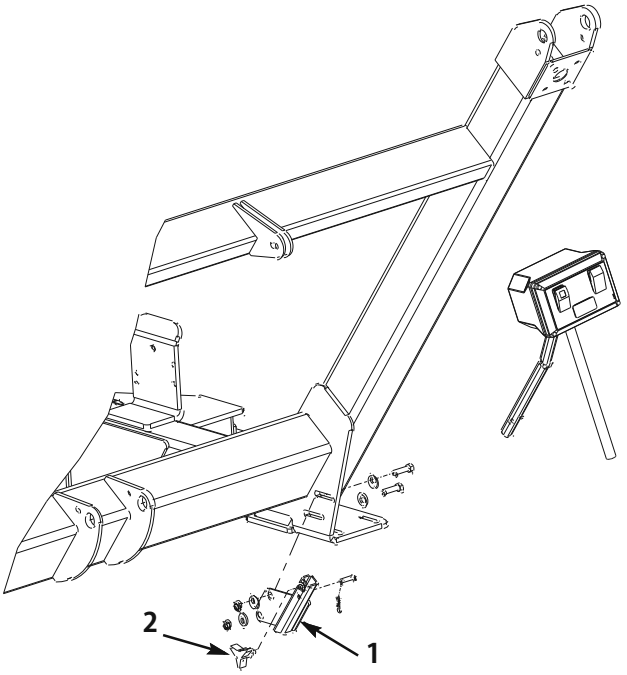

図10
1. キャップスクリュ（3/8–16 x 1/2 in; 2 本）,ワッシャ（4 枚）とナット（2個）を使って、レシーバ・アセンブリをスイーパのフレームのブラケットに取り付ける。各部材は図10のように組み付ける。
2. 取り付けアセンブリの支柱をレシーバに差し込んでクレビス・ピンとコッター・ピンで固定する（図 10）。
3. レシーバのノブを締めて支柱を固定する（図 10）。